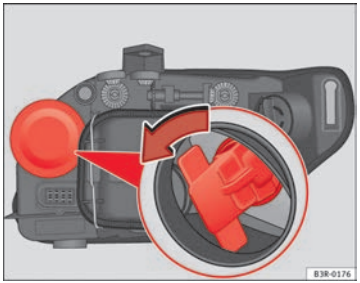

Fig. 220 Turn signal
– Remove the bulb holder by pulling on the grip and turning it anticlockwise ⇒ Fig. 220.